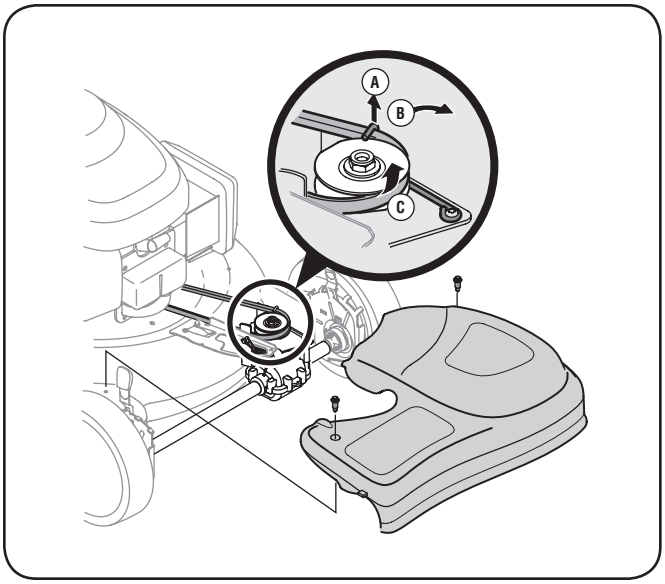

Figure 7-2
1. Remove two shoulder screws securing front drive cover to mower deck. See Figure 7-2. Press inward on sides of front drive cover and release tabs that secure it to the height adjuster brackets. Remove drive cover from mower.
b. Pivot it out away from the drive pulley. See Figure 7-2 inset.